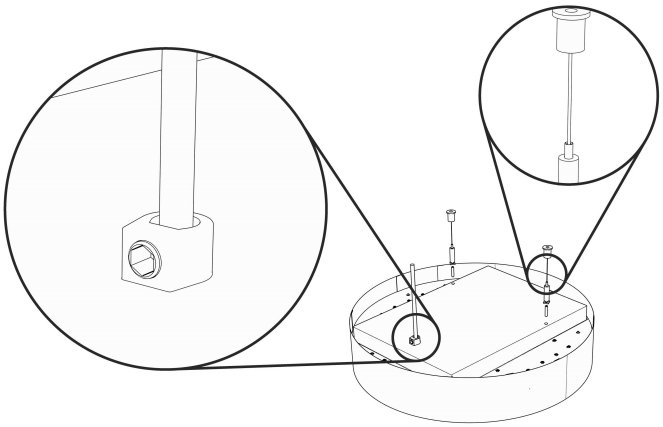

Рис.1
2. В резьбовые отверстия светильника установить Винт установочный М5х20 (входит в комплект). У светильника имеется 3 элемента подвеса: 2 троса и третий – это провод с фиксатором, фиксатор показан слева на рис. 1;